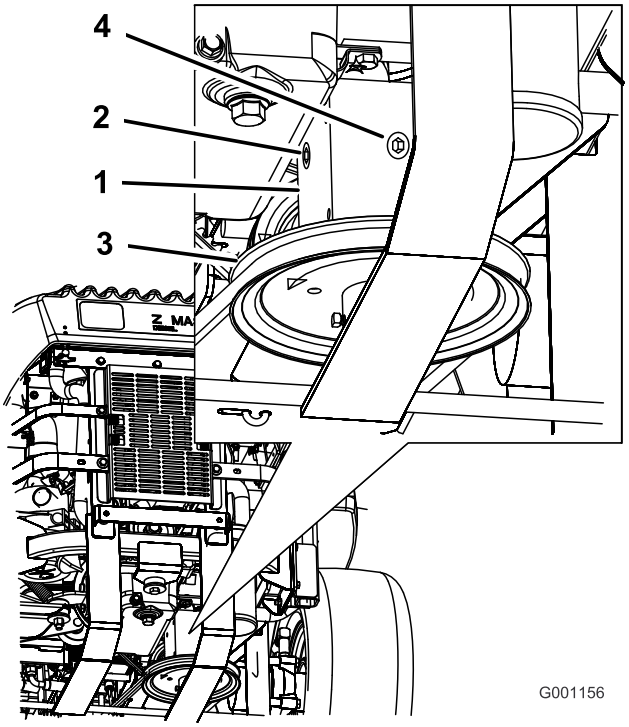

Figur 53
4. Fjern side- eller bakpluggen på girkassen (Figur 53).